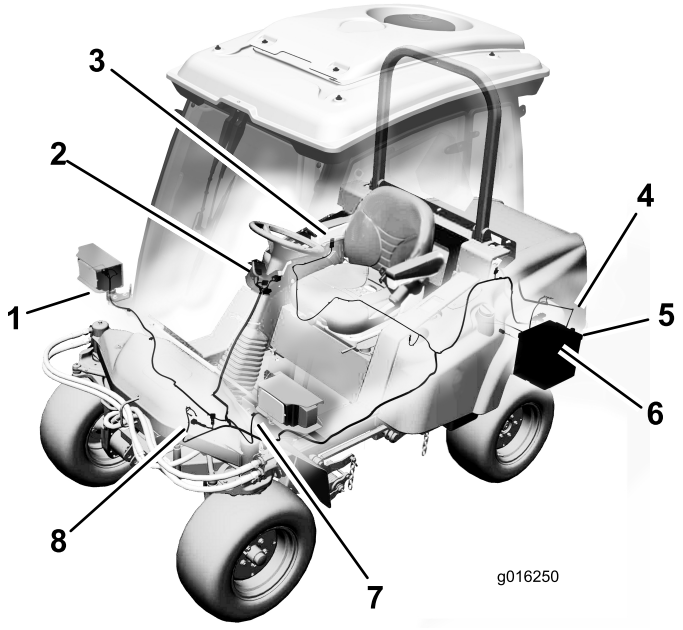

Figur 12
- Dra vänster och höger strålkastares kablagekontakter längs plattformens framsida till respektive strålkastare (Figur 12).
- Dra kablaget till signalhornet och anslut de två kablarna till anslutningarna (Figur 12).
- Lyft kontrollpanelen och leta rätt på den kablagekontakt som är märkt med **Accessory** (tillbehör) (Figur 12).
- Dra och anslut den lilla ringkopplingen till jordningsblocket (Figur 12).
- Dra och anslut kablagets ringkoppling till batteriets pluspol (+) (Figur 12).
4. Anslutningar för bakljus (2)
- Dra kablaget längs det redan existerande kablaget och ramröret till kablaget för det vänstra bakljuset (Figur 12). Anslut kablagekontakten till lampkablagets kontakt. Fäst kablaget på det redan existerande kablaget och ramröret med kabelband.